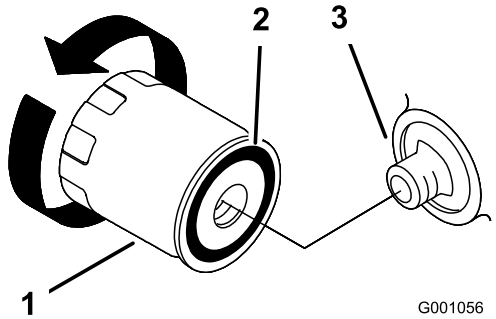

**Figuur 25**
2. Verwijder het oude filter en veeg de pakking van de filtertussenstuk (Figuur 25) schoon.
3. Smeer een dun laagje schone olie op de rubberen pakking van het nieuwe filter (Figuur 25).
4. Plaats het nieuwe filter op het filtertussenstuk, draai het oliefilter rechtsom totdat de rubberen pakking contact maakt met het filtertussenstuk. Draai het filter vervolgens nog een extra 2/3 tot 1 slag vast (Figuur 25).